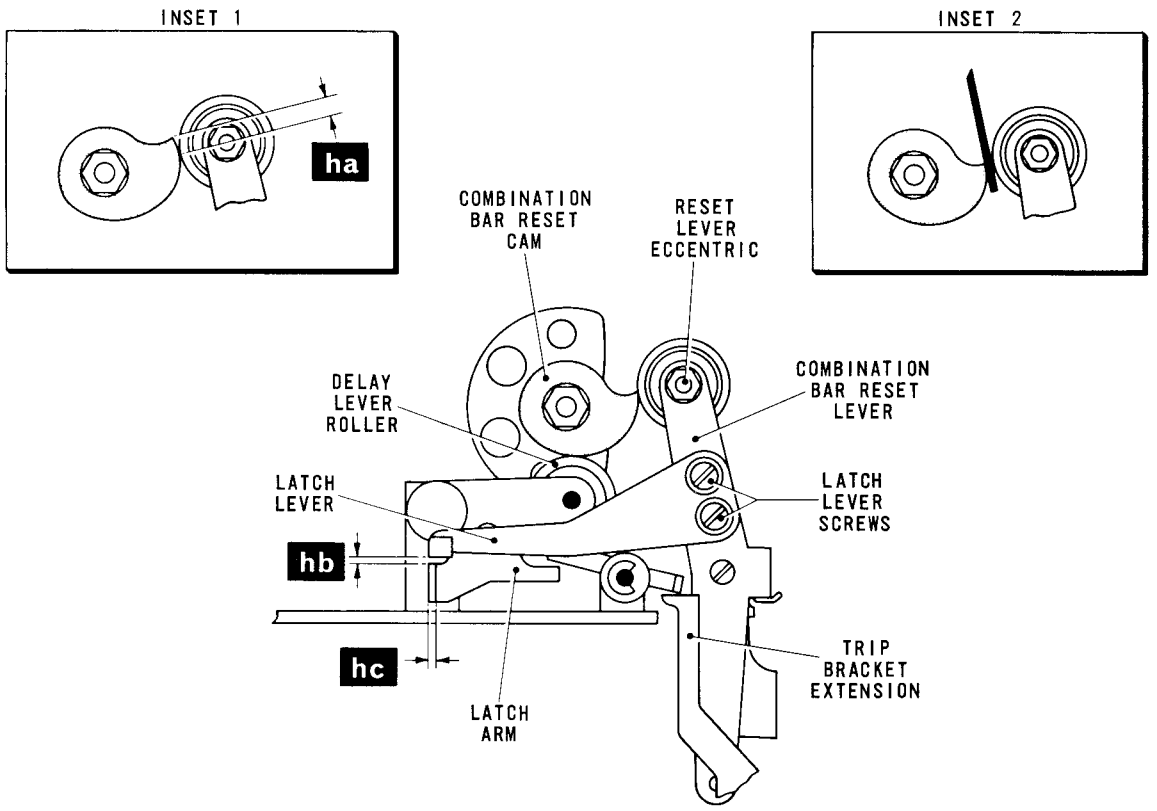

Fig. H.6 COMBINATION BAR RESET AND DELAY MECHANISMS
1.1 Set the manual control switch to OFF. Depress any key on the keyboard, lift the translator clutch abutment and turn the machine by hand until the roller on the combination bar reset lever, Fig.H.6, is approximately 1/8 in. (dimension 'ha' - inset 1) off the peak lift of the combination bar reset cam. Check that in this position the combination bar lever latch has now reset.
2.1 Lift the translator clutch abutment and turn the machine by hand until the roller on the combination bar reset lever, Fig.H.6, is on the peak lift of the combination bar reset cam. Depress the trip bracket extension so that the roller on the delay lever engages the reset cam. Check that there is now a clearance of .010 - .020 in. (dimension 'hb') between the shoe on the left-hand end of the latch lever and the top of the latch arm. Check also that the amount of engagement between the latch arm and the latch lever is approximately .045 in. (dimension 'hc'), i.e. the thickness of the end of the arm.